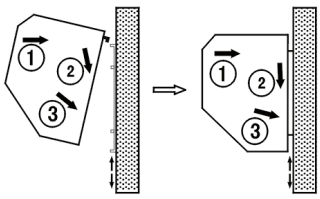

Rys.7
- Montaż urządzenia. Ustawić korpus na górnej części płyty montażowej i docisnąć jak pokazano na rysunku. Rys. 7.